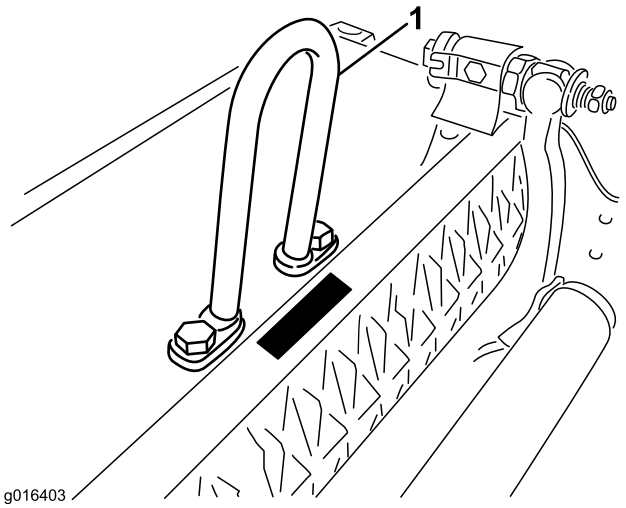

Figur 3
Monter bøjleleddet øverst på klippeenheden med (2) maskinskruer. Tilspænd maskinskruerne med et moment på 34-41 Nm (Figur 3).